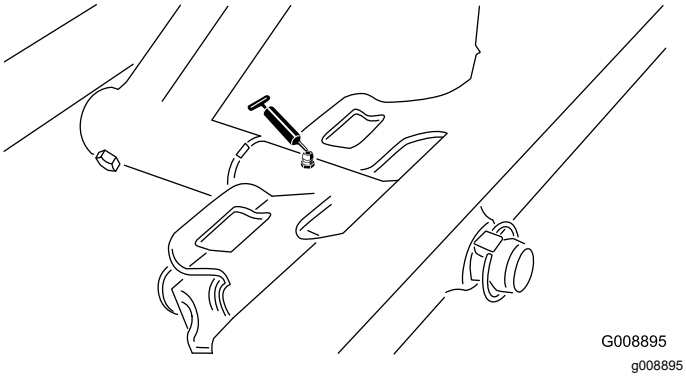

Rysunek 61
- Oś przedniego zespołu tnącego (Rysunek 61)